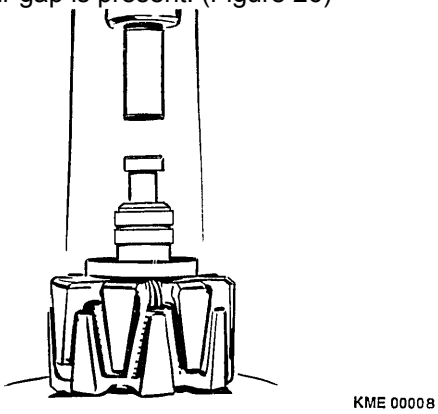

Figure 26 Spacer Ring Installation
7. Press on collector end shield bearing spacer ring with tool KDLJ 6018 (Bosch Number 0 986 618 134) until it contacts the stop on the rotor and no air gap is present. (Figure 26)
9. Press the bearing onto the rotor shaft with tool KDLJ 6018. (Figure 26)